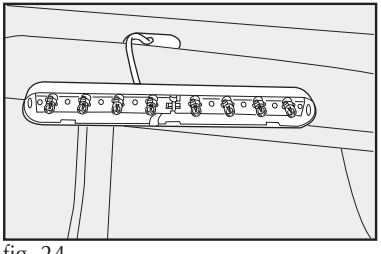

fig. 24
2) Sustituya la lámpara quemada **fig. 24**.